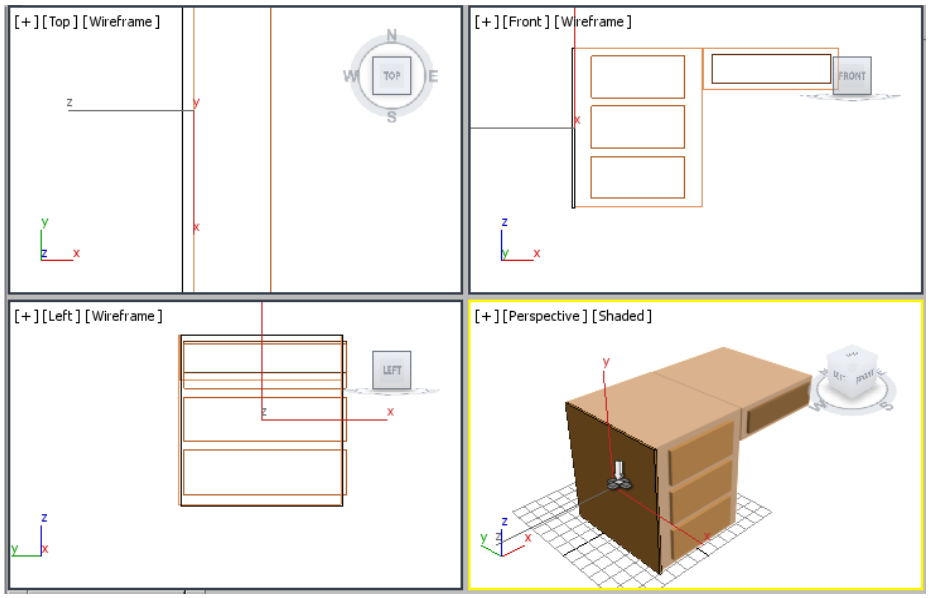

Figure 2-54 *Alignment of left face001 with left side of the left box*
3. Choose the **Select and Place** tool from the **Main Toolbar**. In the Perspective viewport, move the cursor over *left face001* and drag to align it with the left side of *left box*, as shown in Figure 2-54.